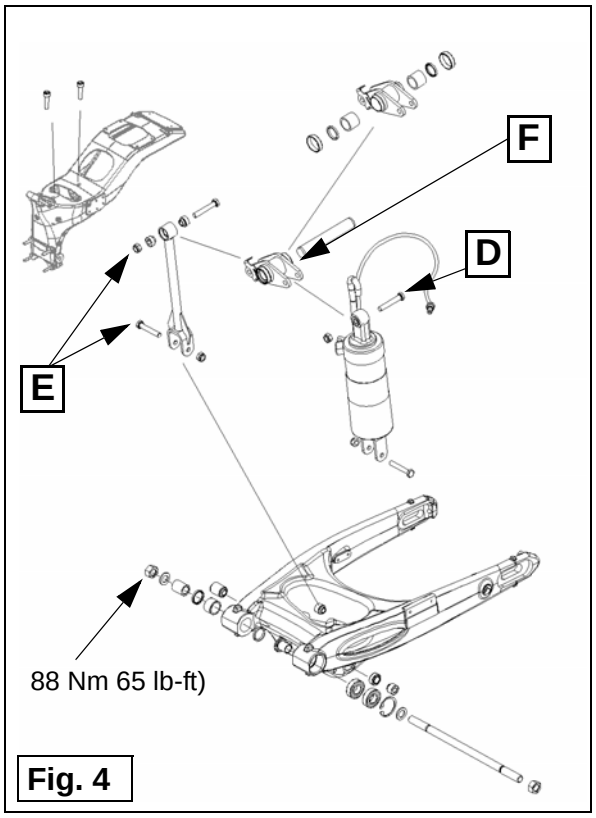

Fig. 4
4. Grasp the rear wheel and push firmly side-to-side (B). If movement is detected, determine if movement is at axle area (C) or swingarm pivot area (front of swingarm shown in Fig. 4 above right). Refer to Chapter 13 for wheel bearing and swingarm bearing replacement.